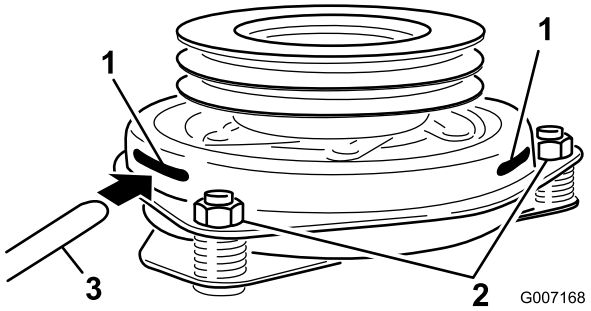

Figura 54
9. Introduzca una galga de 0,381–0,533 mm por una ranura de inspección en el lateral del conjunto. Asegúrese de ubicarla entre las superficies de fricción del rotor y el inducido (Figura 54).
10. Apriete las contratuercas hasta fijar ligeramente la galga pero dejando que ésta se pueda mover con facilidad en la separación (Figura 54).